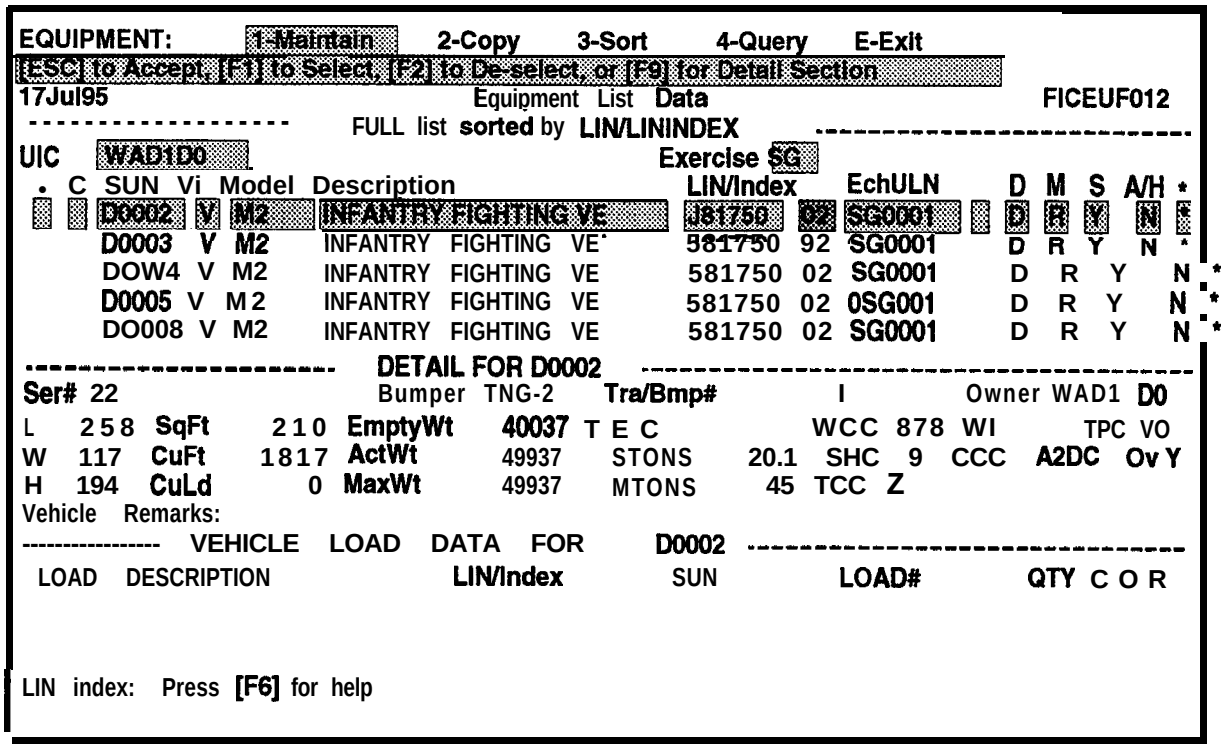

Figure 5-20. Equipment List Data Screen with Data
(3) Select **the Maintain** option. The first five pieces of equipment in the Equipment List will be displayed and the first item will be highlighted as shown in Figure 5-20. The cursor will be **in the LIN/Index** field.